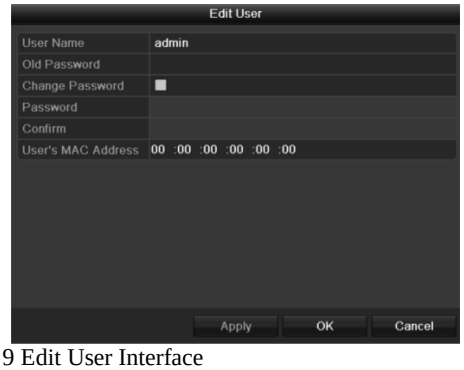

Figure 16. 9 Edit User Interface
3. Click the icon to enter the **Edit User** interface, as shown in Figure 16. 9.